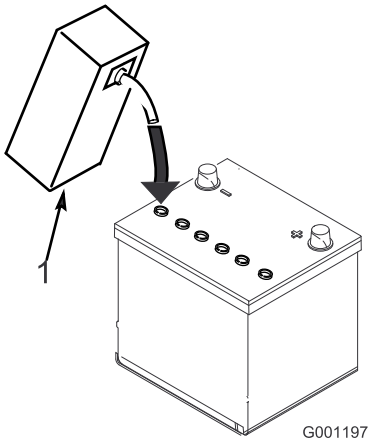

**Figur 6**
3. Fyll försiktigt varje cell med elektrolyt, tills plattorna är täckta med ca 6 mm vätska (Figur 6).
4. Låt elektrolyten sugas upp av plattorna under 20 till 30 minuter. Fyll på elektrolyt så att nivån kommer upp till ca 6 mm från botten av påfyllningshålet (Figur 6).